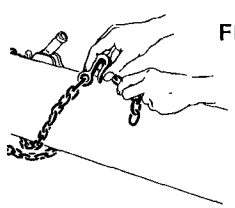

FIG. 26
1. *Cross* the long chain under the pipe as in Fig. 26 (dig a channel for chain if pipe barrel is on levelled trench bottom.)